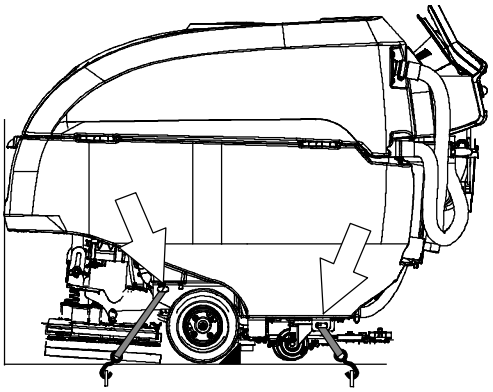

図　94
4. それぞれのホイールの後ろに輪留めを置いてください（図94）。
5. 固定用ロープを使用して、本機のフレームの固定ロープ用ブラケットで本機を固定します（図94）。